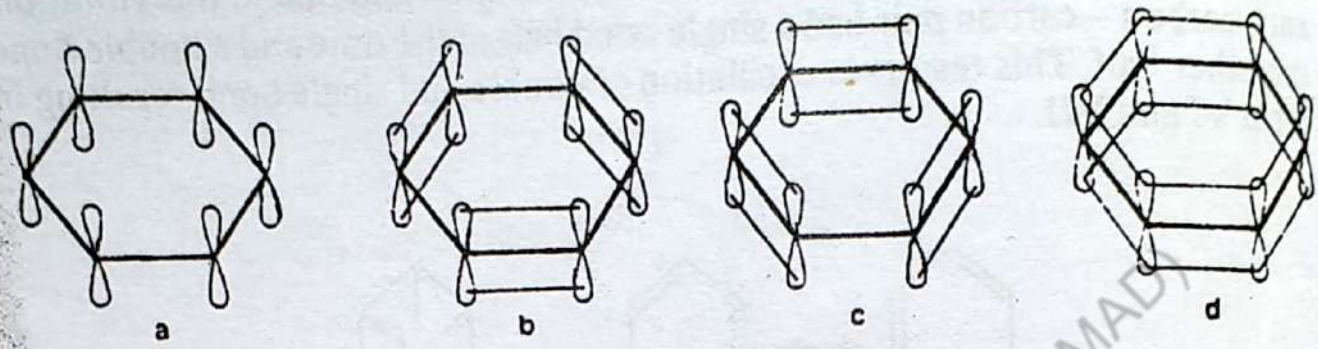
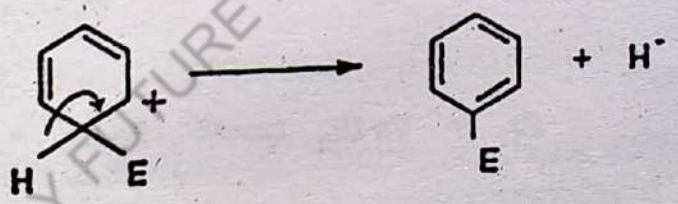

Fig. 7.7
Fig. 7. 9
carbon atom. These six $2p_z$ electrons or orbitals on each carbon atoms are perpendicular to the plane of the ring and parallel to each other as shown in figure 7.7 (a).
The electrons in these p – orbitals can be paired in two ways (as shown in figure 7. 7 b,c) and since the carbon – carbon bond lengths are all 1.39 °A, each orbital overlaps its neighbour equally and, therefore, all the six can be regarded as forming a single molecular orbital (M O) embracing all the six carbon atoms as shown in figure 7.7 d.
Modern Representation of Benzene Structure:– The molecular orbital representation of benzene as shown in figure 7. 7 a and d are useful for understanding the high stability of the benzene ring but inconvenient for normal use. Two symbols are at present commonly used to represent the benzene molecule. These are: (1) A regular hexagonal with an inscribed circle and (2) A hexagonal with alternate single and double bonds. These are shown in Figure 7.8 .
Electrophilic Substitution Reactions:– If we look again at the figure 7.7 a, d we will observe that there is a cloud of π – electrons above and below the